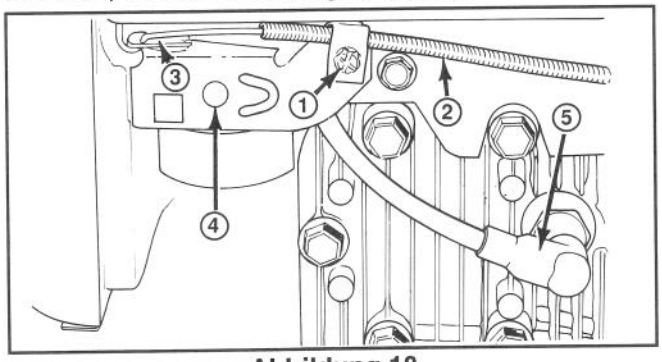

Abbildung 18
1. Den Motor abstellen und das Kabel von der Zündkerze abziehen (Abb. 18).
1. Den Motor abstellen und auskühlen lassen. Das Kabel von der Zündkerze abziehen (Abb. 18).
3. Die Schraube der Kabelklemme lösen, bis das Gaszugkabel durchrutscht (Abb. 18). Die Stanzlöcher des Drosselhebels und der Drosselhalterung mit einen 3 mm Stift ausrichten. Die Schraube der Kabelklemme anziehen, um die Einstellung zu sichern.